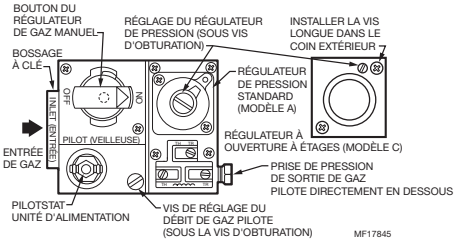

Fig. 3. Vue de dessus des modèles à capacité standard.
2. Monter le régulateur de façon à ce que l'entrée de gaz soit du côté comportant le bossage à clé en saillie. Voir les Fig. 3 et 4.
6. Connecter le tuyau ou le coupleur à l'entrée et à la sortie du régulateur. Pour serrer les connexions d'entrée et de sortie, utiliser une clé sur le bossage à clé uniquement. Voir les Fig. 3 et 4. Si le tube est utilisé, connecter le tube au coupleur.
3. Dévisser le raccord de compression en laiton de la sortie de gaz pilote (Fig. 3 et 4). Selon le modèle du régulateur de gaz, le raccord fourni peut être destiné à des tubes de 1/8 po ou 1/4 po. Faire glisser le raccord par dessus le tube et le dégager.
2. Avec le brûleur principal en fonctionnement, vérifier le débit de sortie du régulateur de gaz à l'aide du compteur à gaz ou de la pression de sortie à l'aide d'un manomètre connecté à la prise de pression de sortie du régulateur. Voir les Fig. 3 et 4.